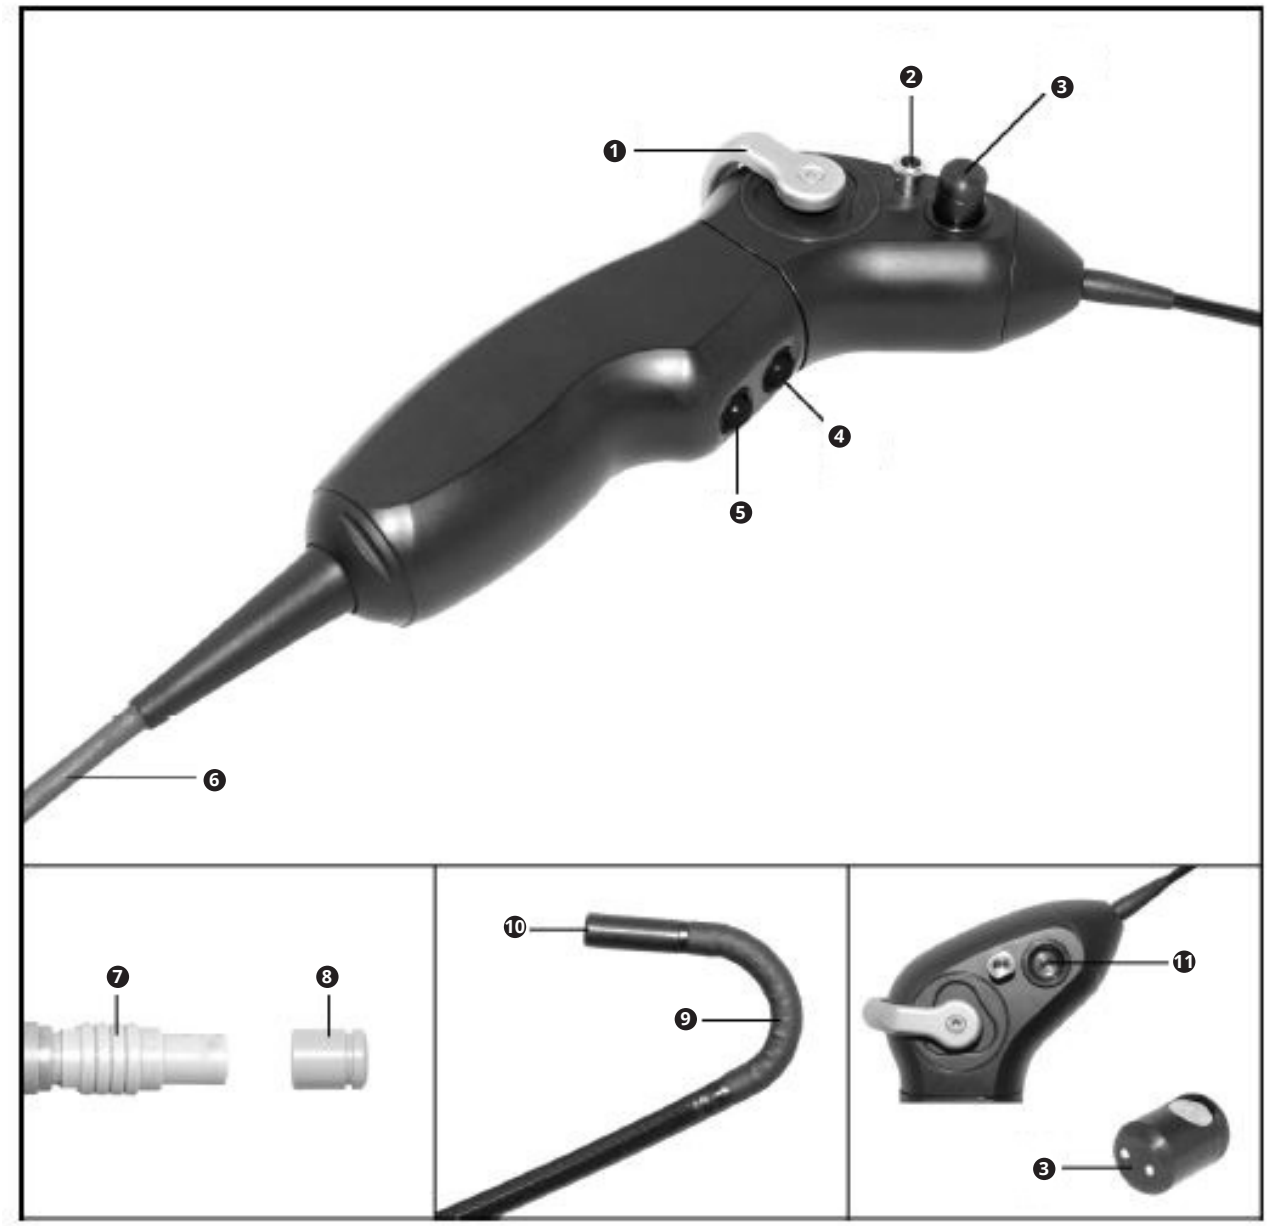

Fig. 1
- Commander lentement le levier de béquillage ❶ (fig. 1) afin de tester le bon fonctionnement.